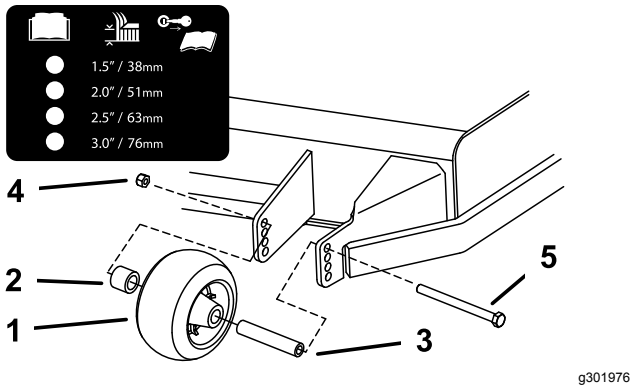

Rysunek 36
3. Wyreguluj rolki zapobiegające zdzieraniu darni w sposób pokazany na Rysunek 36.